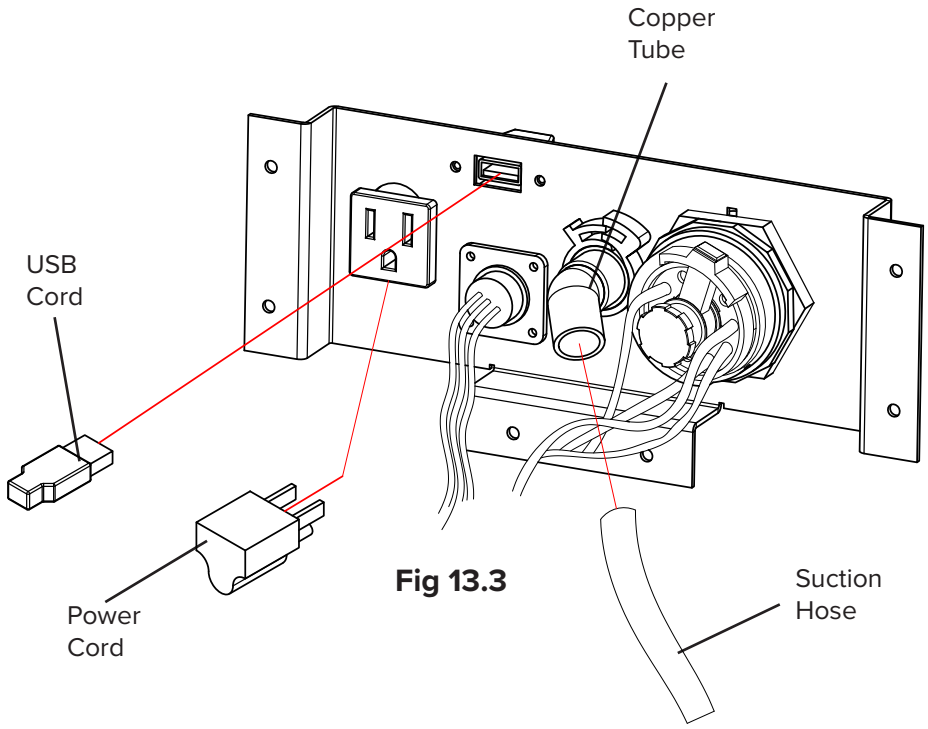

Fig 13.3
1. Refer to Fig 13.3 for connections